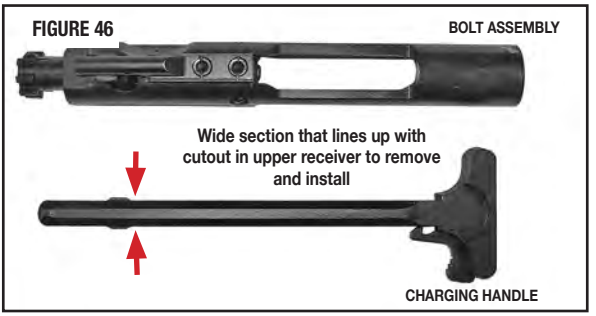

FIGURE 46
- FIGURE 46 shows the bolt assembly (Bolt carrier and the Bolt itself) and the charging handle removed from the upper receiver.